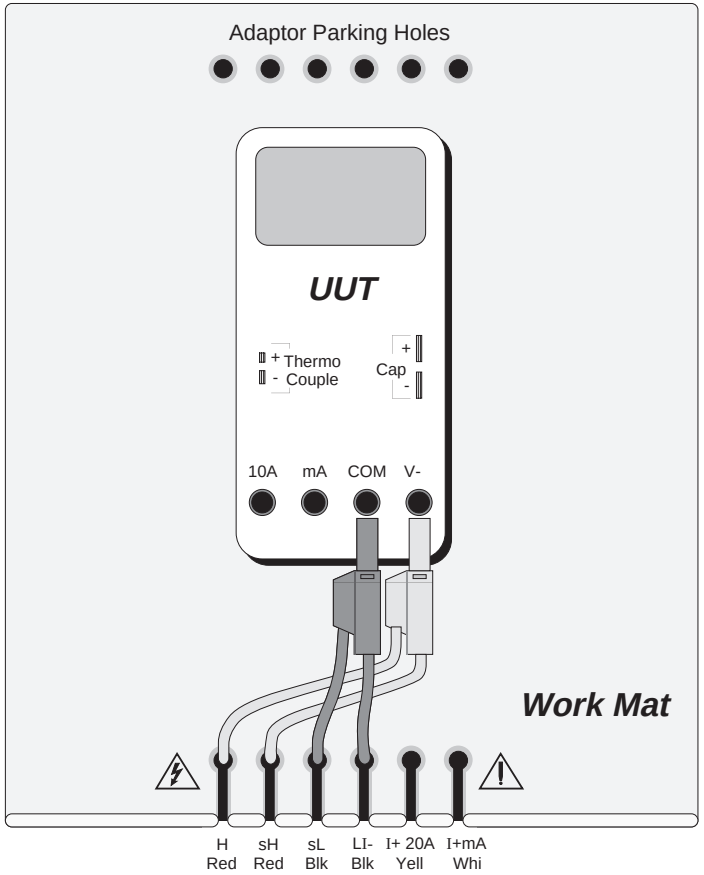

Fig. 4.10.2 Interconnections for Mark/Period UUT Calibration
The general connection scheme for UUT calibration is illustrated in *Fig. 4.10.2*.
1. **Connections** — Connect the 9100 to the UUT as shown in *Fig. 4.10.2*, and ensure that both instruments are powered ON and warmed up.